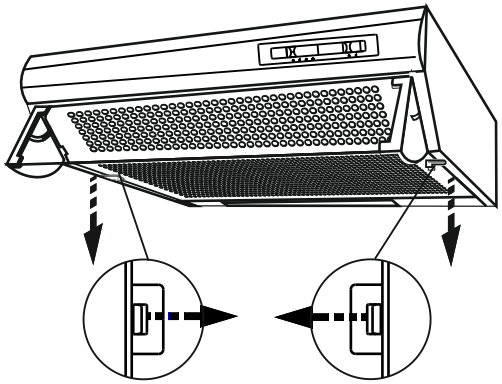

РИС. 4
- откройте решетку сместив зажимы по направлению стрелки (рис. 4);
- снимите решетку (рис. 4);
- откройте решетку, (рис.4);